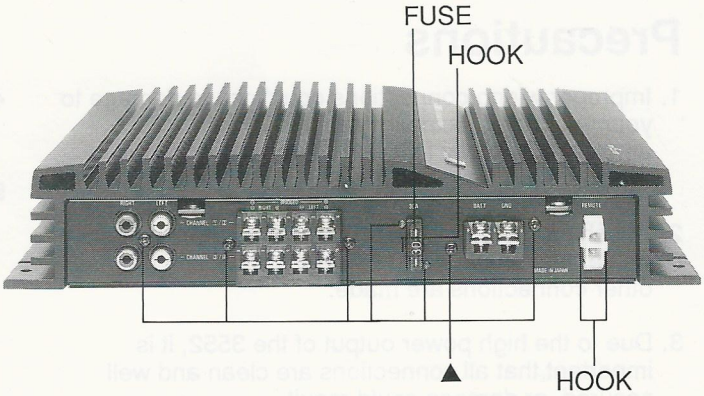

Figure 4
(3) After removal of fuse, remove seven screws marked " ▲ " and the hooks located at four places as shown in Figure 4.
(4) After the above procedures are completed, RCA, Output Connector and Remote P.C.Board is ready to be removed from Rear Chassis together with the Amp P.C.Board.